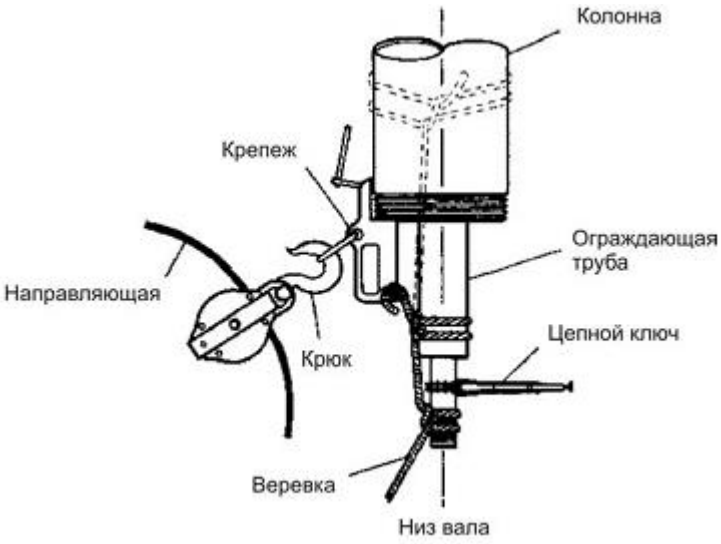

Рис. 8 Схема закрепления насоса с закрытым валом
3. Закрепить низ вала с корпусом колонны при помощи веревки и крепежа (струбцины) (Рис. 8);